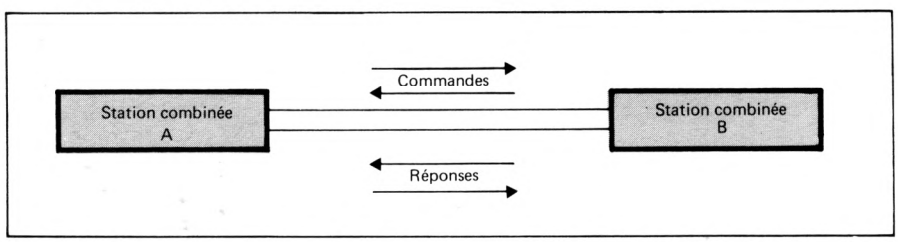

Fig. 13 - Configuration en mode équilibré.
2. — Le **mode équilibré** (balanced mode) dans lequel sont définies des stations combinées qui peuvent : établir et rompre la liaison ; envoyer et recevoir des commandes et des réponses. Contrairement au mode non équilibré où la station primaire a l'initiative des commandes, dans le mode équilibré les commandes peuvent provenir de stations combinées qui n'ont plus de hiérarchie entre elles **(fig. 13).**